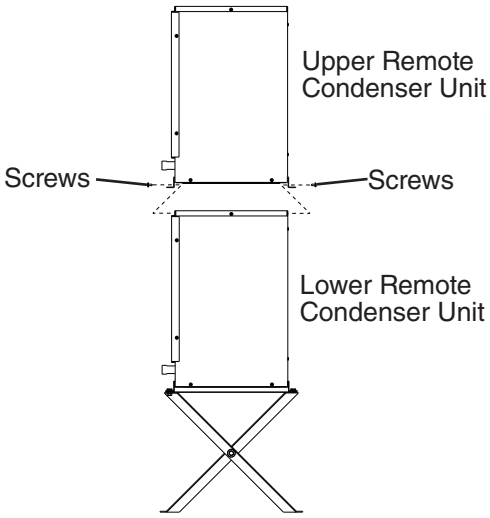

Fig. 11
2) Place the upper remote condenser unit on top of the lower remote condenser unit. See Fig. 11.